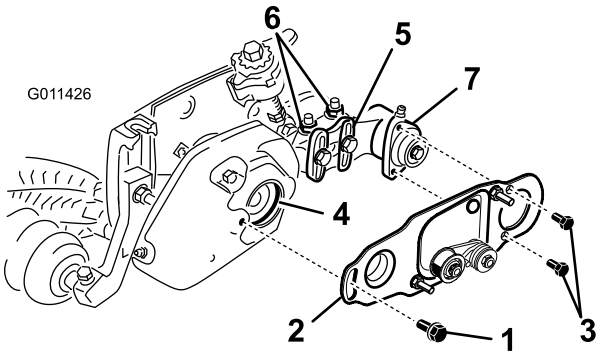

Figura 30
37. Allentate i bulloni che fissano la sede del cuscinetto della spazzola rotante alla staffa di montaggio della spazzola rotante (Figura 30).
38. Montate la piastra orientabile della spazzola rotante (Figura 30). Quando la sporgenza sulla piastra orientabile viene inserita nel gommino presente sul carter dell'elemento grooming, verificate che il gommino rimanga correttamente inserito nel carter.
39. Spalmante del Loctite 242 (blu) sulle due viti a testa cilindrica da 5/16 x 5/8 poll. ed utilizzatele per montare la piastra della spazzola sulla sede del cuscinetto della spazzola rotante (Figura 30). Serrate le viti a testa cilindrica a una coppia di 20-26 N·m.
- Allentate i due dadi di bloccaggio flangiati che fissano la staffa di montaggio della spazzola per rullo alla piastra laterale dell'apparato di taglio (Figura 30).
- Girate l'alloggiamento del cuscinetto della spazzola per rullo fin quando la piastra della spazzola non risulta parallela alla piastra laterale dell'apparato di taglio (Figura 30).
- Serrate i due dadi di bloccaggio flangiati che fissano la staffa di montaggio della spazzola rotante alla piastra laterale dell'apparato di taglio (Figura 30).
41. Spalmate del Loctite 242 (blu) sul bullone di spallamento (Figura 30). Con il bullone di spallamento, montate la piastra della spazzola sul carter dell'elemento grooming. (Fig. 29). Serrate il bullone ad un valore compreso tra 20 e 26 N·m.